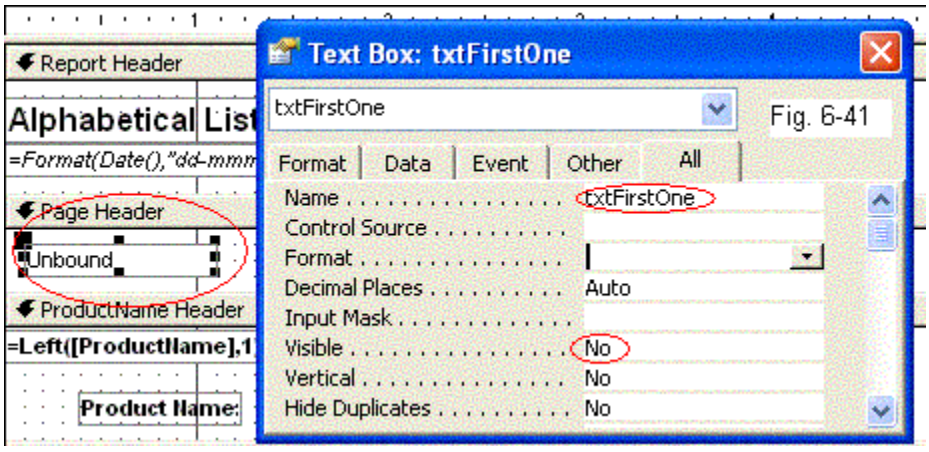

Fig. 6-41
1. In the **Page Header** section, put a textbox named **txtFirstOne** with the property **Visible** changed to **No** (refer to Fig. 6-41).